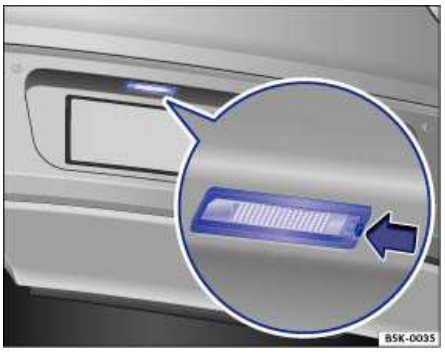

Fig. 195 In the rear bumper: License plate light.
2.	Carefully insert the flat blade of the screwdriver from the vehicle tool kit in the direction of the arrow into the slot in the license plate light ⇒ fig. 195.